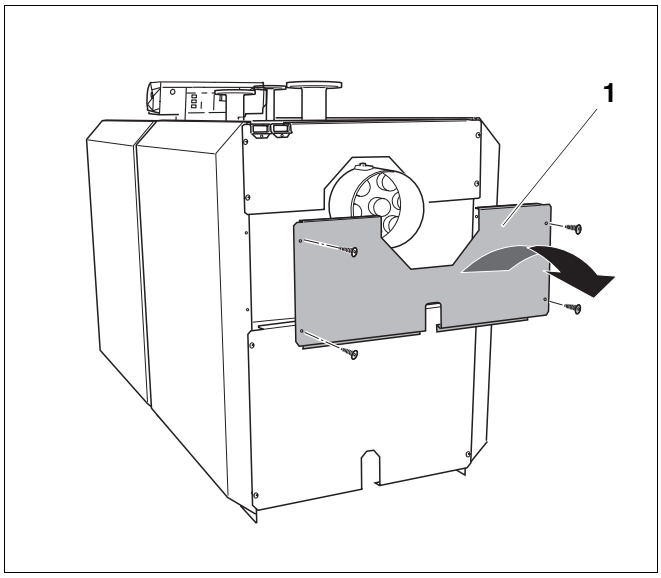

Rys. 47 Demontaż środkowej ścianki tylnej
- Odkręcić śruby środkowej ścianki tylnej (rys. 47, **poz. 1**) i zdjąć ściankę tylną w kierunku wskazywanym przez strzałkę.